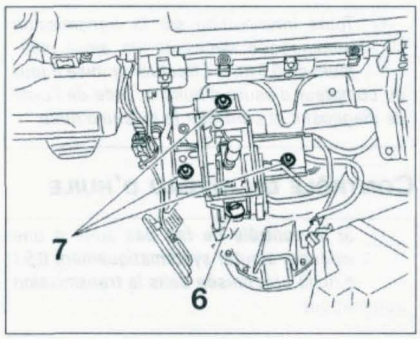

Figure 3b-9
- À l'aide d'une clé plate, désaccoupler les câbles de commande de vitesses (6) **(figure 3b-9)**.
- Déposer les écrous (7) et le levier de commande.